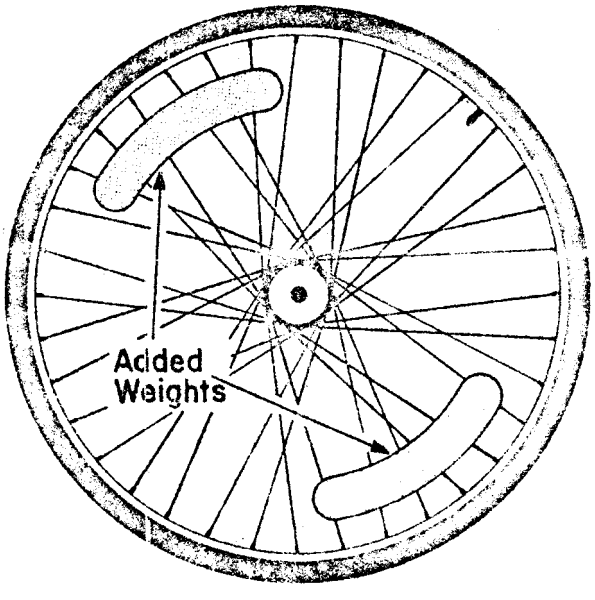

Figure 16. Adding weights to the rear wheel increases the kinetic energy at a given speed.
C. Procedure: Now add the extra weights to the wheel near the rim. As indicated in Figure 16, use balanced sets and place them opposite one another so that the wheel remains reasonably well balanced. Be sure you know the masses of the added weights and their distances from the axle. Repeat the experiment using the gear you first used.